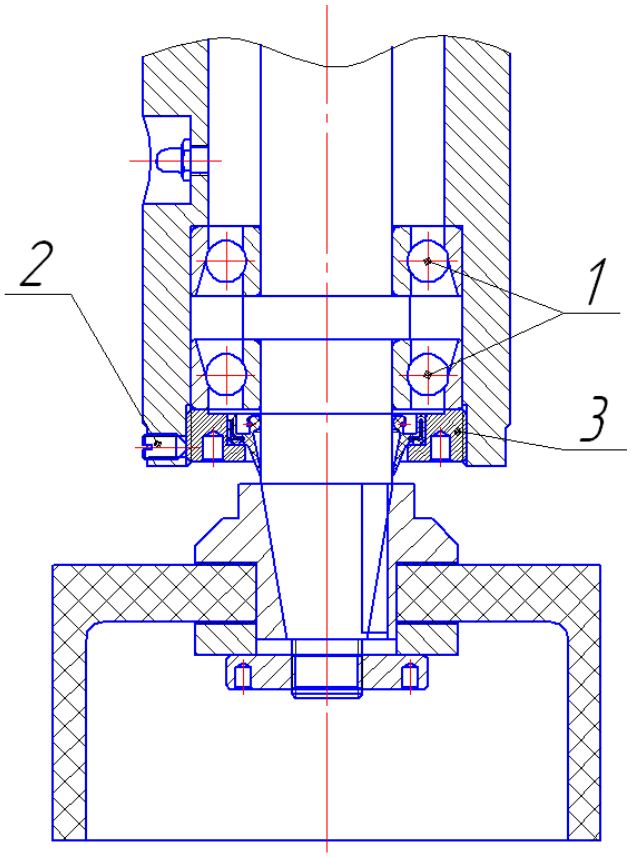

Рис.7
9.3.2 Настройка шлифовального узла (рис.7)